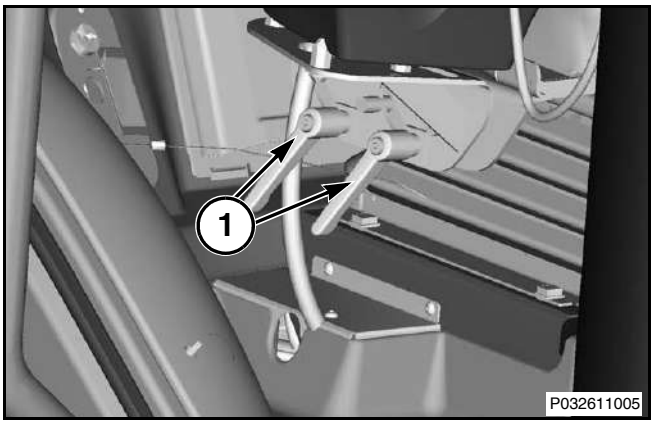

Рис. 53
Рис. 53: Для регулировки подлокотников имеется два рычага (1). Поверните рычаги (1), чтобы отпустить подлокотники. Установите подлокотники в удобное для оператора положение и зафиксируйте их с помощью рычагов.